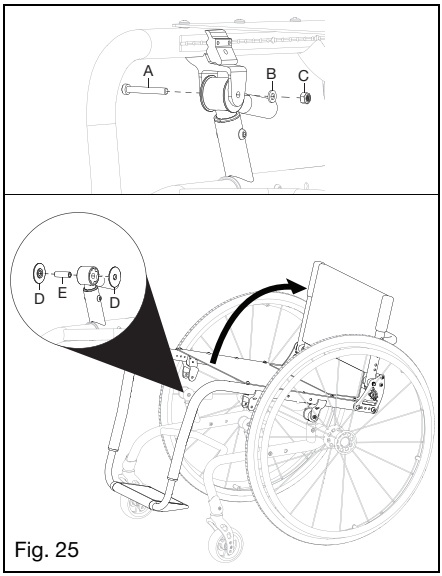

Fig. 25
1. Remove the bolt (Fig. 25:A), washer (Fig. 25:B) and nut (Fig. 25:C) from the front ISO tech tower using a 4mm Allen wrench and a 10mm wrench. Repeat on opposite front ISO tech tower. Once the bolt is removed from both front ISO tech towers the seat can hinge backwards on the rear ISO tech towers. The seat frame can now be lifted upwards enough to make room for removal of the ISO strut washers (Fig. 25:D) and the ISO barrel (Fig. 25:E).